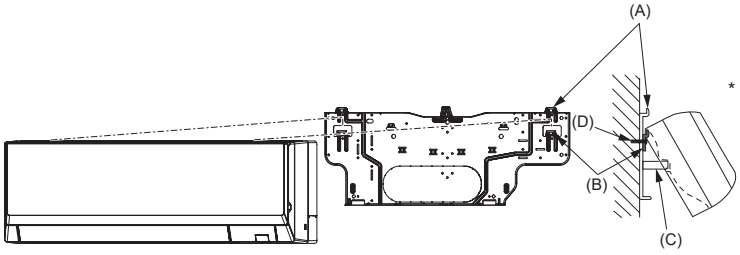

Abb. 3-12
- **Wenn sich das Innengerät mit dem regulären Haken (Abmessung von 2.1. (K) (Abstand zwischen Decke und Gerät) beträgt 75 mm oder weniger) nicht anheben und aufhängen lässt, hängen Sie das Gerät an den unteren Haken für die linke Rohrleitung. (Abb. 3-12)**
(Abb. 3-12)